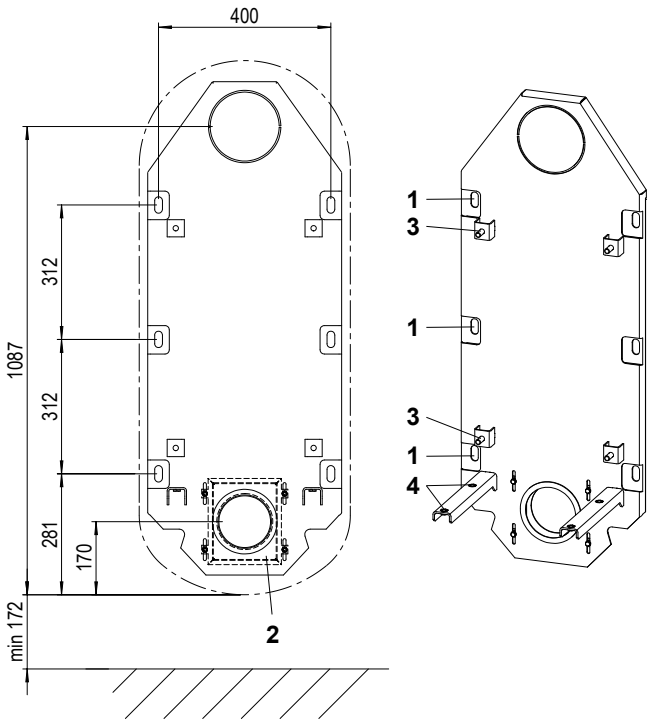

Fig. 5 Wandhouder
- De wandhouder is bij de levering op de kachelhaard gemonteerd. Voor de montage aan de wand moet de wandhouder dus gedemonteerd worden. Hiervoor de 4 bevestigingsmoeren M12 losschroeven en de wandhouder naar achteren toe uit het apparaat trekken (zie Fig. 5).
- De wandhouder als sjabloon op de gewenste positie aan de wand uitrichten met behulp van een waterpas, tegen de wand aan houden en de 6 bevestigingsgaten markeren (zie Fig. 5).
- Het apparaat kan zonodig uitgericht worden m.b.v. de instelschroeven in de steunen (Fig. 5).